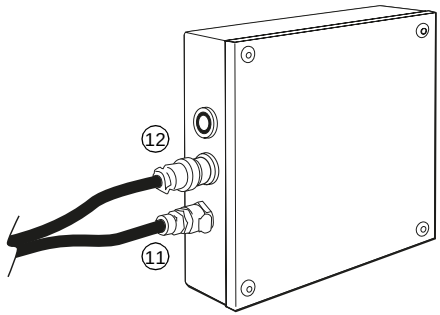

Abbildung 6-22. Anschließen der Druckluftleitung der AutoClamp-Klemme am Schnittstellenmodul
11. Schließen Sie die Druckluftleitung der AutoClamp-Klemme am Schnittstellenmodul an (Abbildung 6-22).
12. Schließen Sie das Kommunikationskabel der AutoClamp-Klemme am Schnittstellenmodul an (Abbildung 6-22).